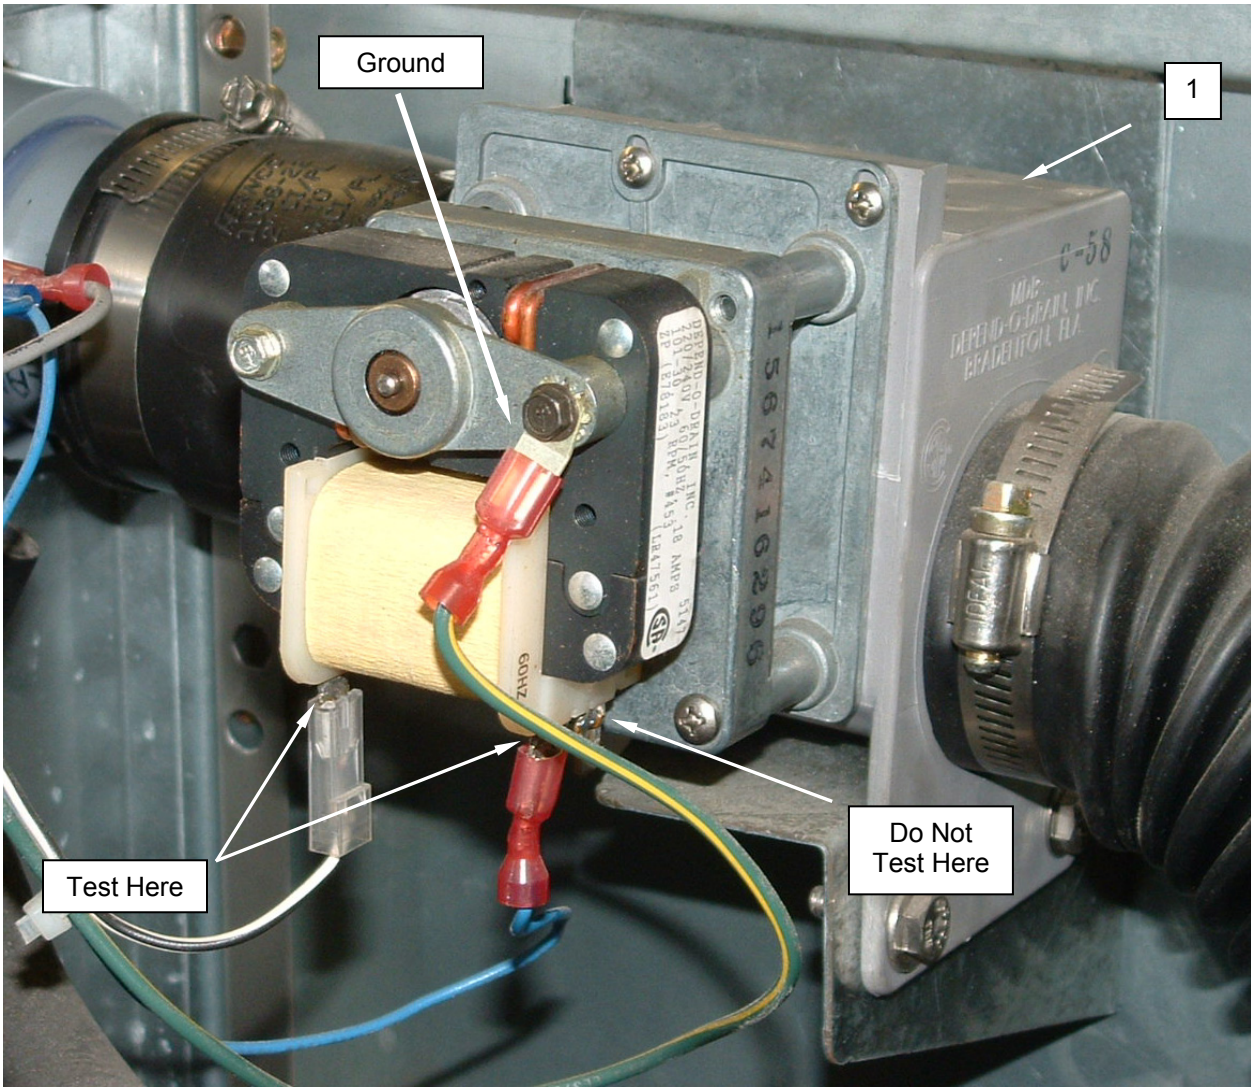

Figure 1. Test the Washer Reuse Tank Dump Valve.
2. Tag and disconnect wiring from dump valve **(Figure 1, Item 1)**.
4. Replace a dump valve with an open solenoid **(Figure 1, Item 1)**.